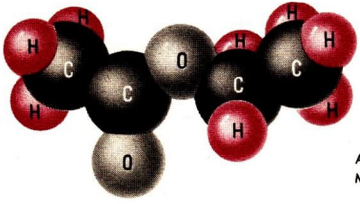

Abb. 36
Eine der wichtigsten Reaktionen der Alkansäuren läuft bei der Reaktion mit Alkanolen ab. Alkansäuren bilden bei der Reaktion mit Alkanolen **Ester** (Abb. 36). Gleichzeitig entsteht als weiteres Reaktionsprodukt Wasser (Experimente 28 und 29). ③